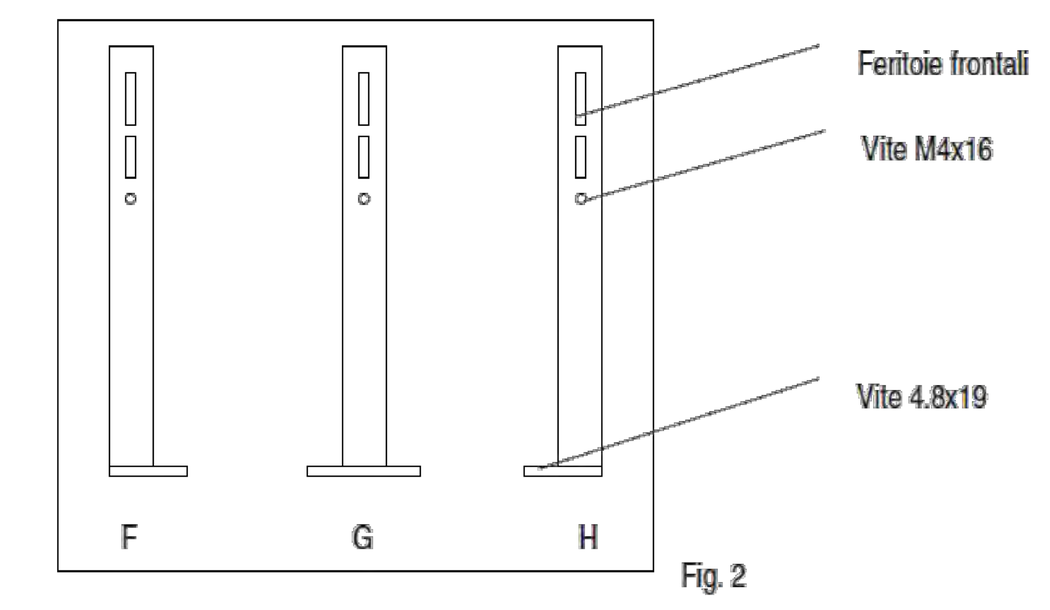
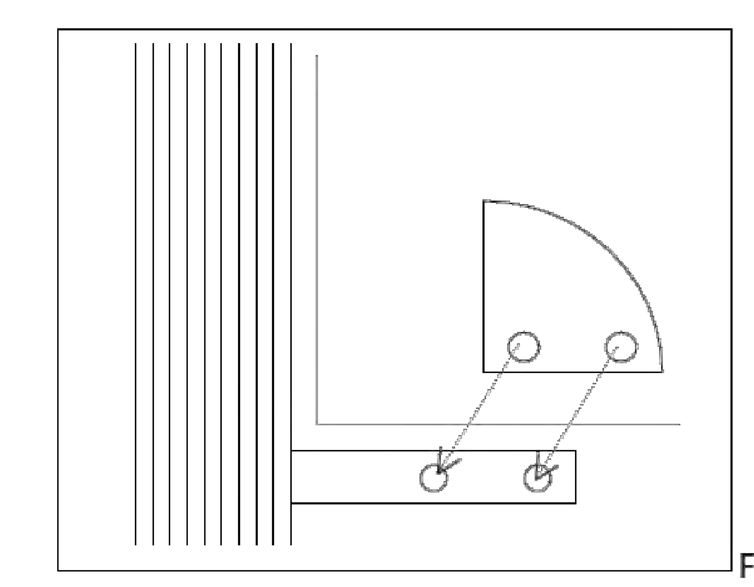

Fig. 2
Fig. 3
- I montanti vanno posizionati con le feritoie (v. Fig.2) rivolte verso il davanti
1. Svitare i grani che fissano la base stampata (A) di ciascun montante d'angolo (B) e centrale (C), sollevarla per permettere il fissaggio ai tirafondi predisposti con dadi M14, quindi riposizionare la base e riavvitare i grani. I montanti d'angolo si riconoscono in quanto presentano solo una scanalatura libera lungo la colonna, mentre quelli centrali ne presentano due e un supporto per il fissaggio di panca e maniglione (D); questi due montanti vanno posizionati sempre adiacenti uno all'altro. Nel caso di pensilina a più di 3 moduli, ci saranno anche uno o più montanti con due scanalature ma sprovvisto del supporto per panca e maniglione.
3. Inserire la grondaia (E) sugli innesti dei montanti.
4. Riposizionare i rivestimenti in inox (F, G, H) di ciascun montante, avendo cura di rispettare l'accoppiamento dello spacco con quello esistente sull'innesto (vedi Fig. 2) e fissarlo alla base con viti a testa bombata 4.8x19.
5. Fissare con viti a testa cilindrica M6x16 le centine (J) alla bancalina (K) in corrispondenza dei fori predisposti.
6. Inserire il profilo porta-neon frontale (L) all'estremità delle centine e fissarlo con viti a testa bombata M6x10.
8. Installare le lastre di copertura (M) e le fascette da 2 cm (N), quindi fissare le controcentine (O) con viti autofilettanti *4.2x25*.
9. Inserire a scatto sulla controcentine (O) i coprivite e fissarli con due viti autoforanti 3.5x19.
10. Fissare la piastra superiore (P) di fissaggio del tirante all'interno dell'apposita sede sull'innesto del montante con viti a testa bombata M4x16 in corrispondenza dei fori predisposti.
11. Avvitare in corrispondenza dei fori esistenti sulle controcentine (O) la piastrina inferiore (Q) di fissaggio del tirante con viti a testa tonda con quadro sottotesta *M8x70* e relativi dadi e rondelle.
12. Montare sui lati lunghi dei tamponamenti di fondo (R) le guarnizioni in gomma e quindi utilizzare dell'acqua saponata per facilitarne l'inserimento nelle scanalature verticali dei montanti, prima da un lato e successivamente dall'altro.
13. Fissare i vetri con le coppie di alette fermavetro con guarnizione (vedi Fig. 3) da montare con viti M5x8.
2. Accostare l'apposita colonna Ø 135 alla lastra e fissarla con i particolari reggivetro (v. fig.3) con viti M5x8.